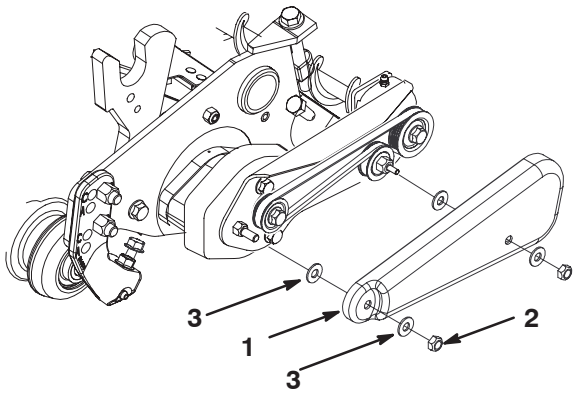

Figure 10
32. Insert a washer onto each cover mounting bolt (Fig. 10).
33. Slide belt cover onto mounting bolts and secure with (2) washers and thin lock nuts (1/2" wrench) (Fig. 10). **Do not over–tighten nuts as damage to cover may occur.**